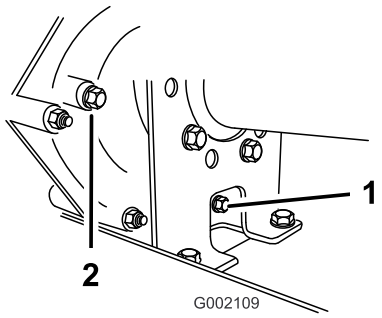
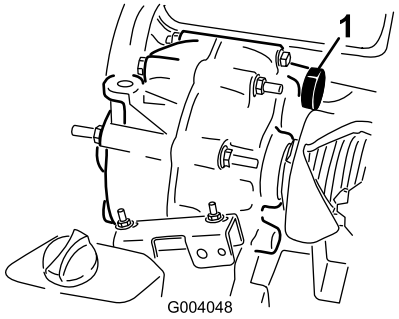

Figur 65
Figur 66
2. Rengör området kring påfyllnings- och avtappningspluggarna med hjälp av en trasa (Figur 65).
4. Ta bort påfyllningspluggen genom att vrida den motsols (Figur 65).
5. Ta bort avtappningspluggen genom att vrida den motsols (Figur 65).
6. Sätt i och dra åt avtappningspluggen och packningen i transmissionens avtappningsplugghål (Figur 65).
7. Fyll på behållaren (Figur 66) genom påfyllningshålet med cirka 1,4 liter angiven olja eller tills oljenivån i växellådan är i nivå med gängornas nederkant (Figur 65).
8. Sätt i och dra åt påfyllningspluggen och packningen i transmissionens påfyllningsplugghål (Figur 65).
10. Kontrollera oljenivån och fyll på olja om nivån inte är i nivå med påfyllningspluggens gängor (Figur 65).